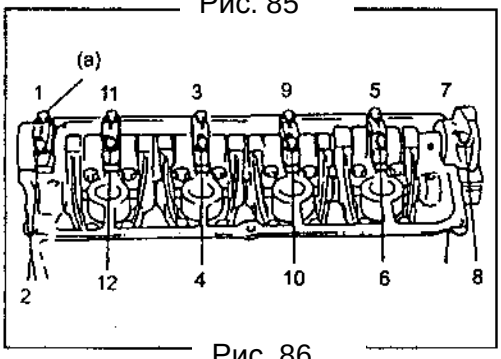

Рис. 86
- Нанесите масло на болты крышек распредвала и затяните их. Затяжку болтов проведите в последовательности, показанной на рисунке (Рис.86). За первый прием затяните болты равномерно не большим усилием. Повторите затяжку 3-4 раза, после этого затяните болты необходимым моментом.